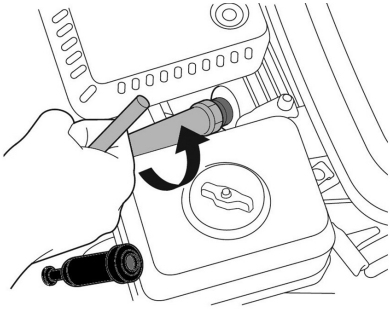

Рис. 30 Обслуживание свечи зажигания
2. Открутите свечу зажигания свечным ключом (Рис. 30).